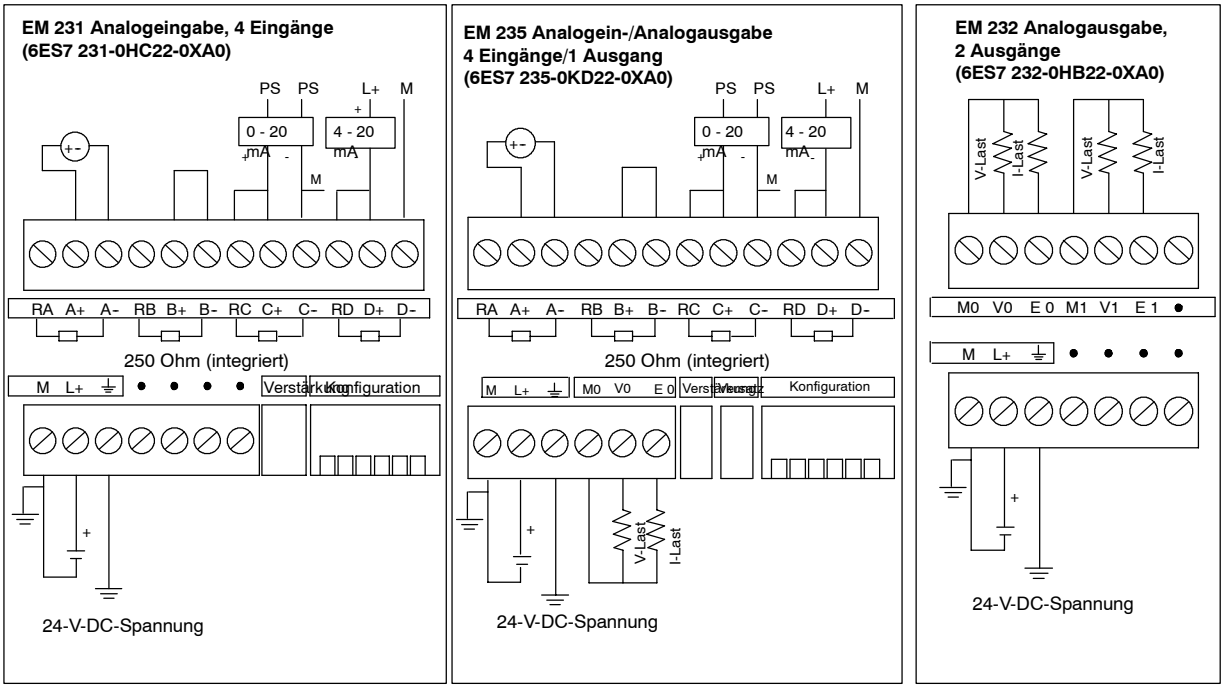

Bild A-11 Schaltpläne für Analogerweiterungsmodule
- ❑ Überbrücken Sie die Eingänge für freie Kanäle (siehe Bild A-11).